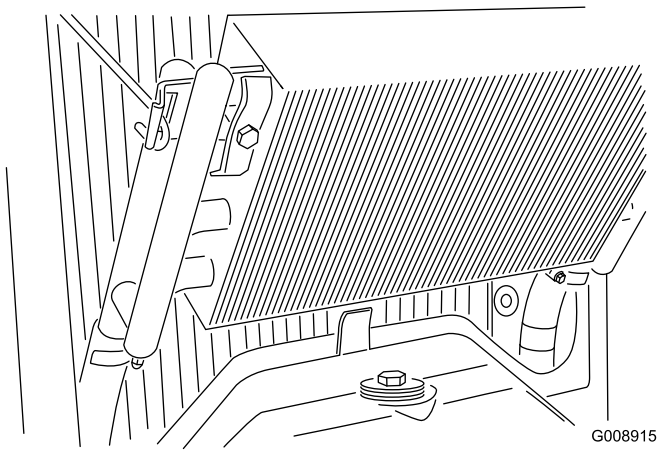

Figur 67
4. Løsn oliekøleren, og drej den bagud (Figur 67).